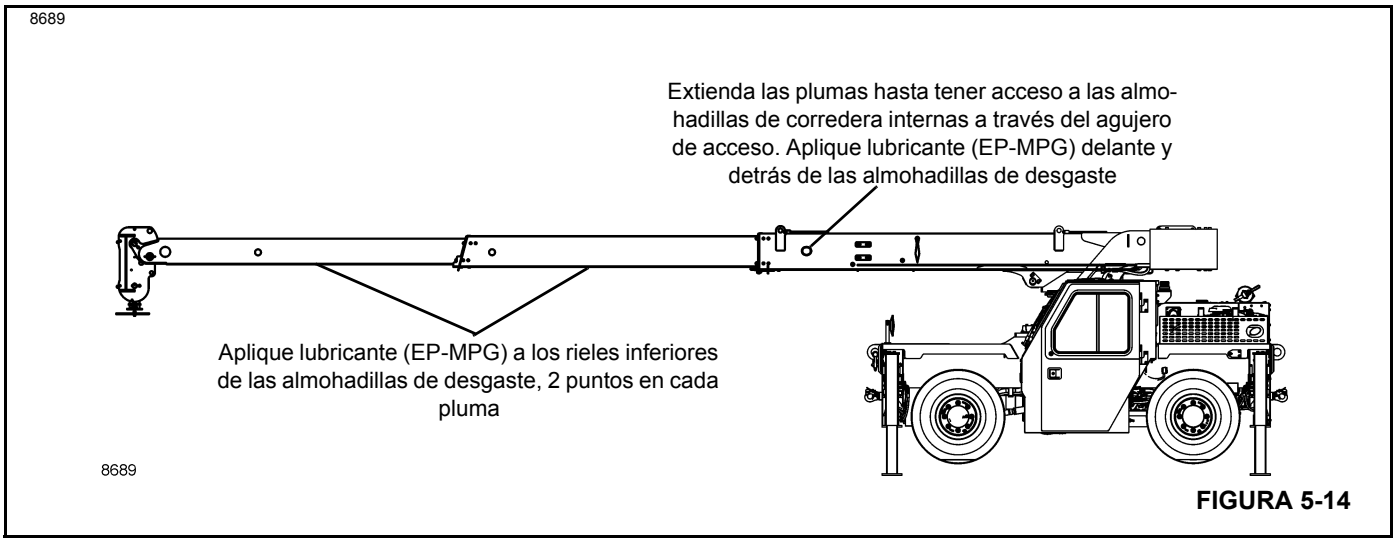

FIGURA 5-14
4. Aplique pasta antiagarrotamiento a base de bronce o una equivalente a las superficies de deslizamiento (Figura 5-14) en las secciones de la pluma. Utilice únicamente una pequeña cantidad de lubricante para lograr los mejores resultados.